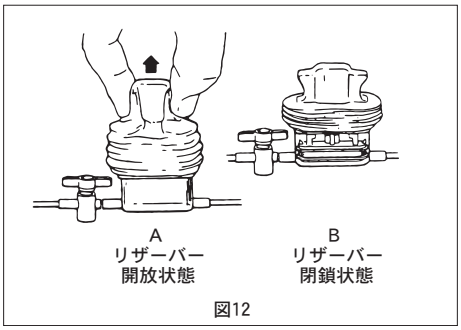

図12
圧トランスデューサのスナップタブを引いてプライミング溶液を流し、気泡抜きを行います。プランジャーを閉鎖位置に引き下げます（図12）。
(2)リザーバープランジャーが完全に閉じた位置でしっかりロックされるまで、リザーバープランジャー彎曲部を一緒に挟み、患者にリザーバー内の溶液を戻されるまで、プランジャーを滑らかにかつ均等に押します（図12)。